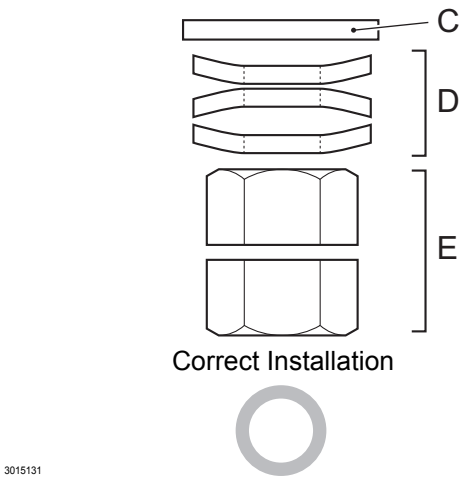

Fig. 6
- **Assemble the washer (Fig. 6, (C)), conical washers (Fig. 6, (D)) and M10 nuts (Fig. 6, (E)) in the correct orientation and order according to Fig. 6.**
- **Tighten the M10 nuts (Fig. 6, (E)) so that the operating force at the end of the accelerator lever is 28.9 ± 7.2 ft•lbs (39.2 ± 9.8 N•m).**